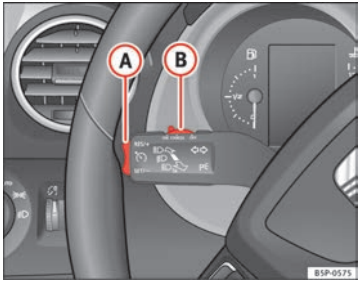

Fig. 152 Turn signal and main beam headlight lever: switch and rocker switch for the cruise control
– Press the upper part **RES/+** of the rocker switch ⇒ fig. 152 (A) to increase the speed. The vehicle will continue to accelerate as long as you keep the rocker switch pressed. When you release the switch, the new speed is stored.
Cruise control is switched off if you reduce speed by depressing the brake pedal. You can reactivate the control by pressing once on the upper part of the rocker switch **RES/+** ⇒ fig. 152 (A).